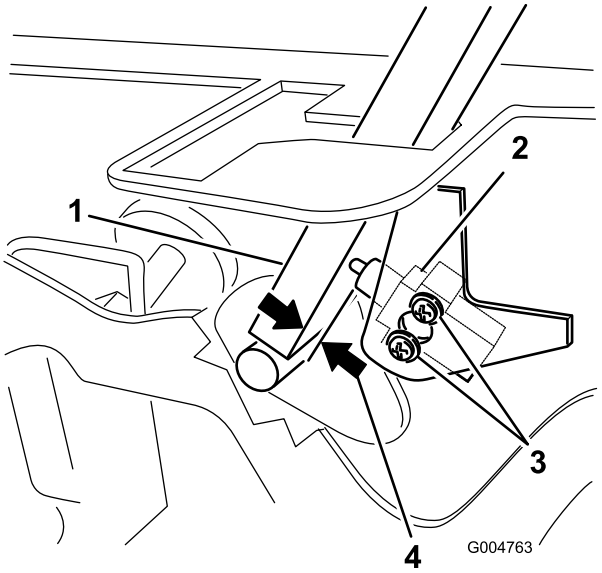

Rysunek 54
3. Poluzuj 2 śruby mocujące przełącznik blokady (Rysunek 54).
4. Trzymając dźwignię kierowania przy ramie, przesuwaj przełącznik w kierunku dźwigni, aż odległość pomiędzy dźwignią i obudową przełącznika wyniesie od 0,4 do 1 mm (Rysunek 54).